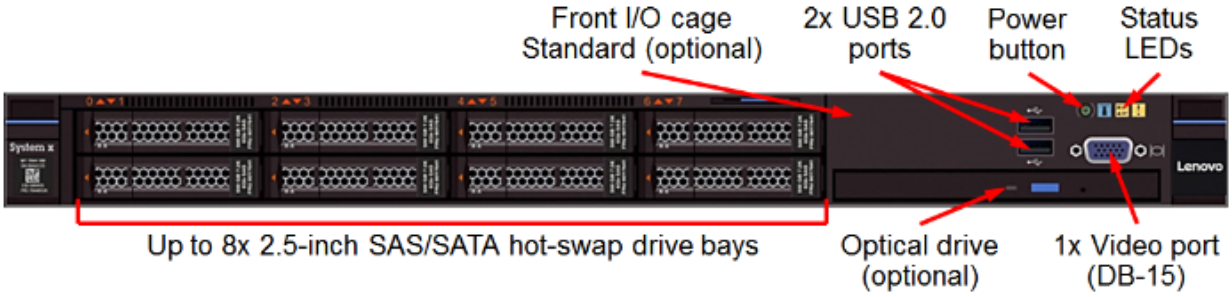

**Figure 2: x3550 M5 with up to eight 2.5-inch drive bays and the front I/O cage standard front view**
**Figure 2** shows the front of the System x3550 M5 server with up to eight 2.5-inch drive bays and the front I/O cage standard (optional).